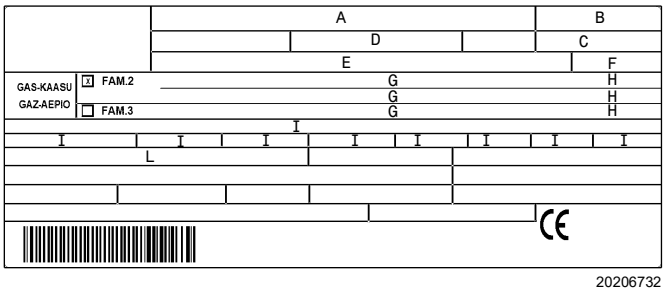

Afb. 8
- ➤ het model (**A**) (Afb. 8) en het type van de brander (**B**);